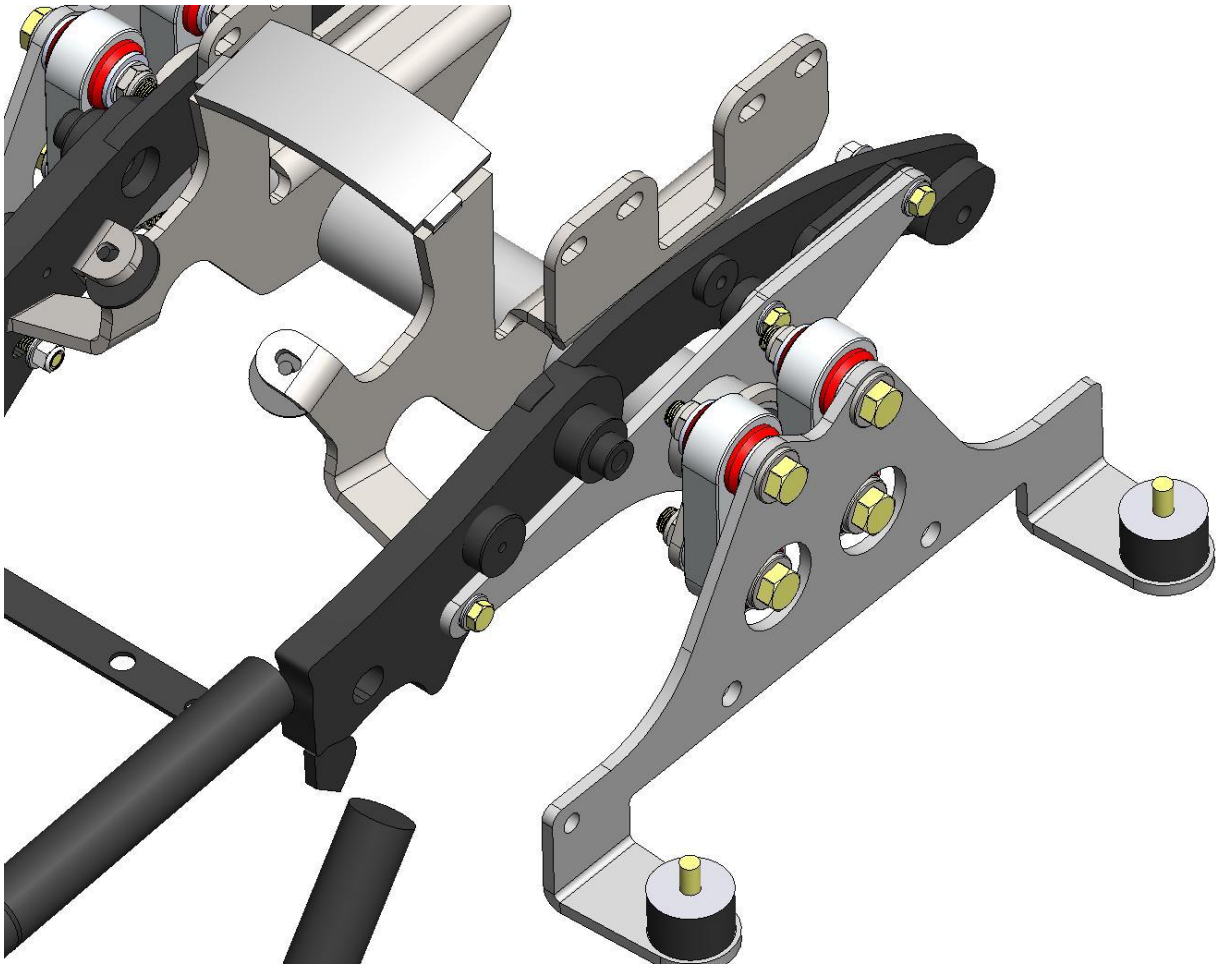

Figure 8
a. Install the Top Frame/Seat Mount as shown using the supplied hardware. See **Figure 8.** Torque hardware to 20 ft-lb.